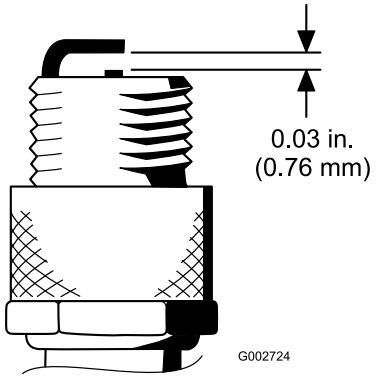

**Figuur 44**
4. Zorg ervoor dat de elektrodenafstand tussen de centrale elektrode en de massa-elektrode 0,76 mm bedraagt (Figuur 44).